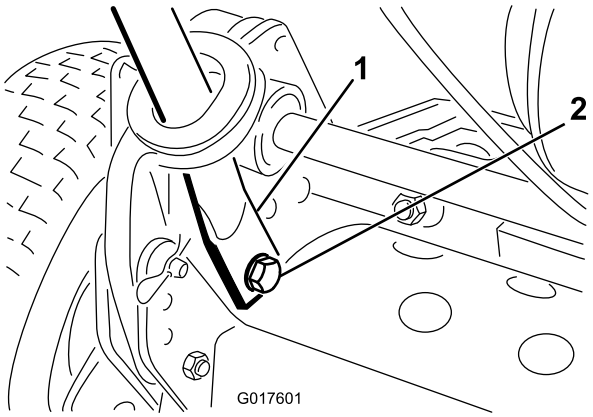

Figur 4
4. Kläm ihop handtagens ändar inåt och montera dem på fäststiften (Figur 4).
5. Sätt fast handtagsändarna på fäststiften med bifogade skruvar, brickor och låsbrickor (Figur 4).
6. Sätt fast styrarmarnas nedre delar på båda sidorna av klipparen med de skruvar och låsmuttrar som du tog bort tidigare (Figur 4). Se till att du monterar styrarmens bussningar i monteringshålen.
7. Fäst styrarmarna bakpå ramen med de hårnålssprintar och ringbultar som tidigare avlägsnades (Figur 4).